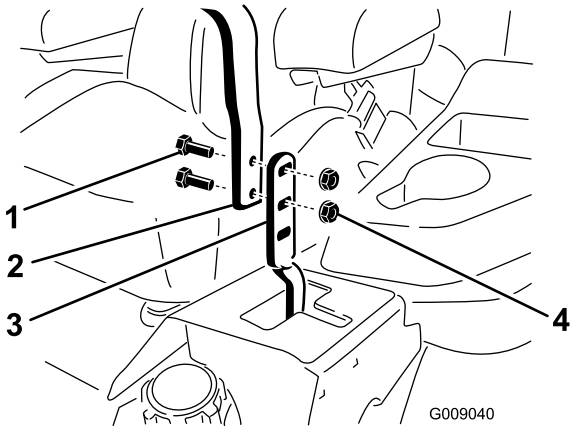

Figur 79
3. Lossa skruvarna och flänsmuttrarna som är monterade i reglagen (Figur 79).